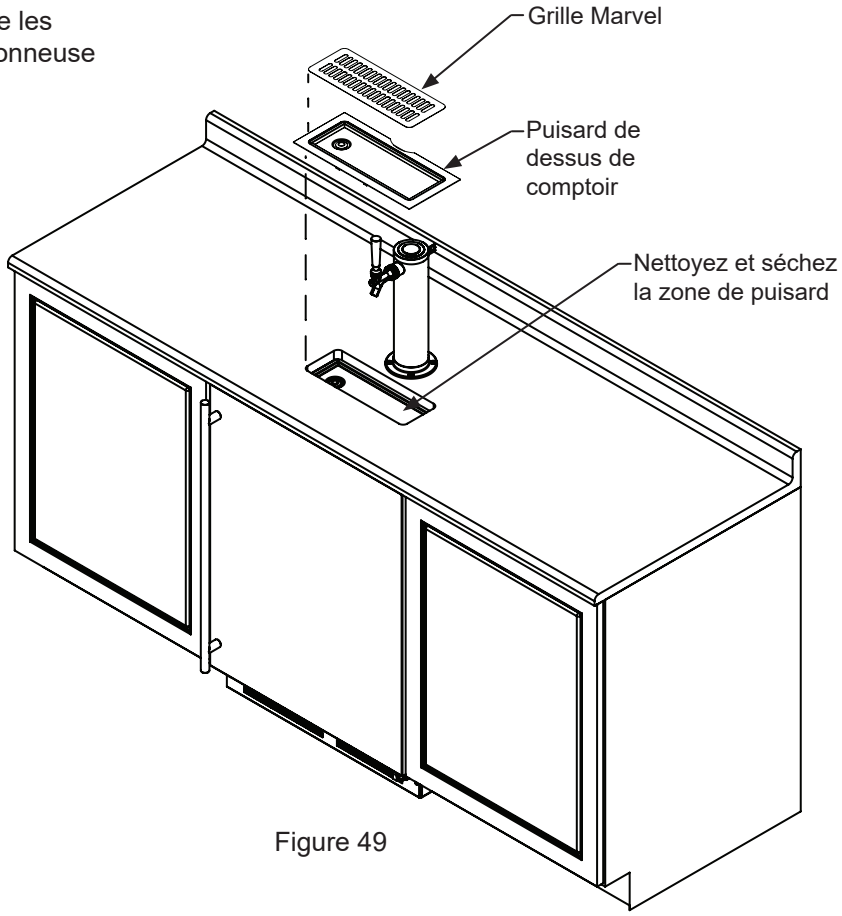
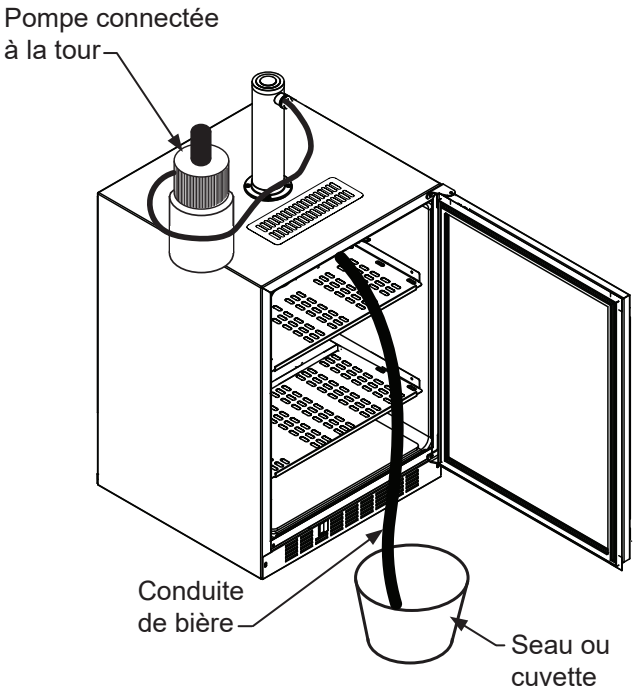

Figure 49
Figure 54
Sur un **distributeur de boisson intégré**, enlevez la grille Marvel et le puisard de dessus de comptoir, nettoyez-les à l'eau savonneuse et faites-les sécher avant de les réinstaller. Nettoyez la zone de puisard à l'eau savonneuse et faites-la sécher (Voyez la Figure 49).
12. Enlevez la grille de protection frontale (voir les Figure 54 et Figure 49), et utilisez une brosse et un aspirateur pour éliminer la saleté et les débris de sous l'appareil.